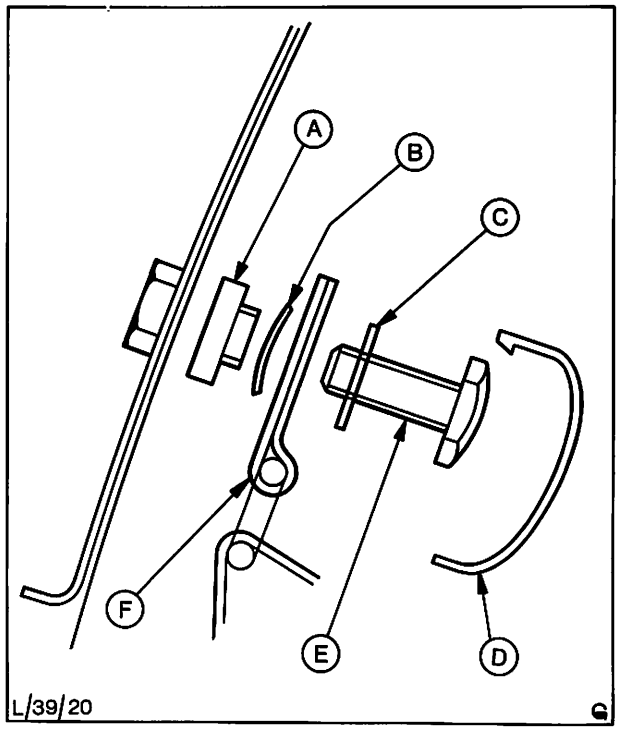

Abb. 20 Ankerplatte – „B"-Säule komplett
1. Abdeckung von der „B"-Säule oben abziehen, Bolzen der Ankerplatte, Beilagscheibe, Federring und Distanzstück entfernen, Abb. 20. Sicherheitsgurt komplett von der „B"-Säule abbauen.